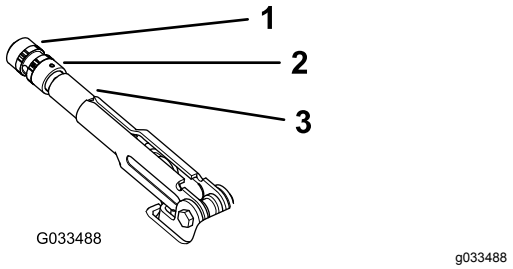

Rysunek 64
2. Poluzuj śrubę ustalającą mocującą gałkę do dźwigni hamulca postojowego (Rysunek 64).